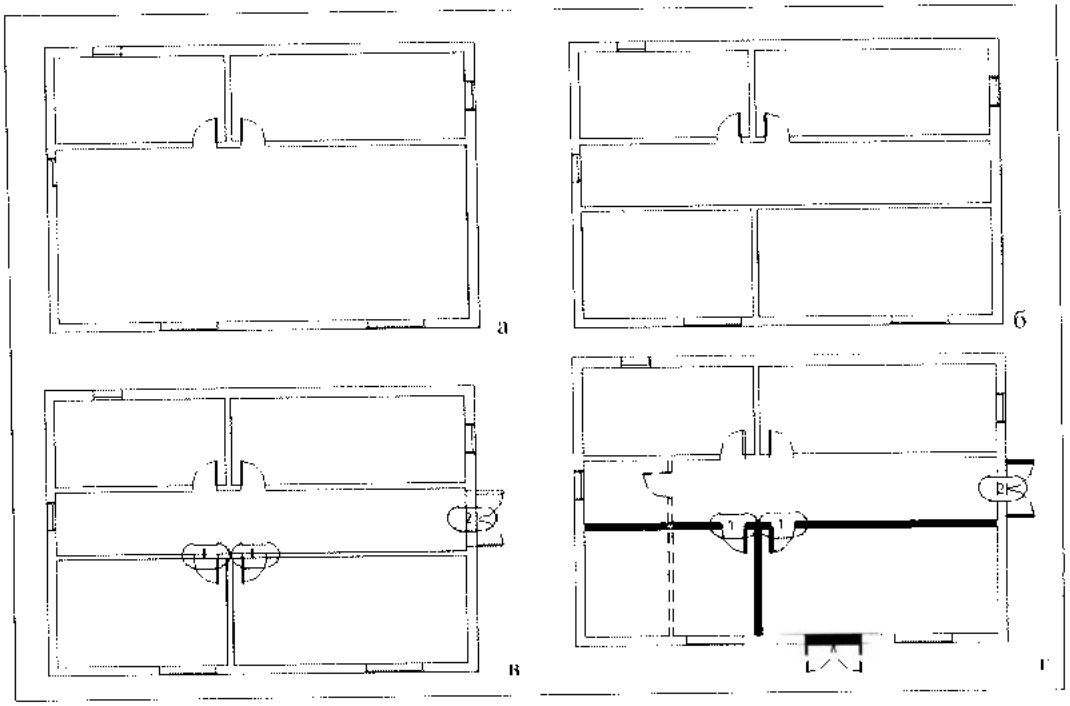

Рис. 29.11. *Создание новых компонентов модели здания*
5. Добавить новые компоненты в модель здания (рис. 29.11):